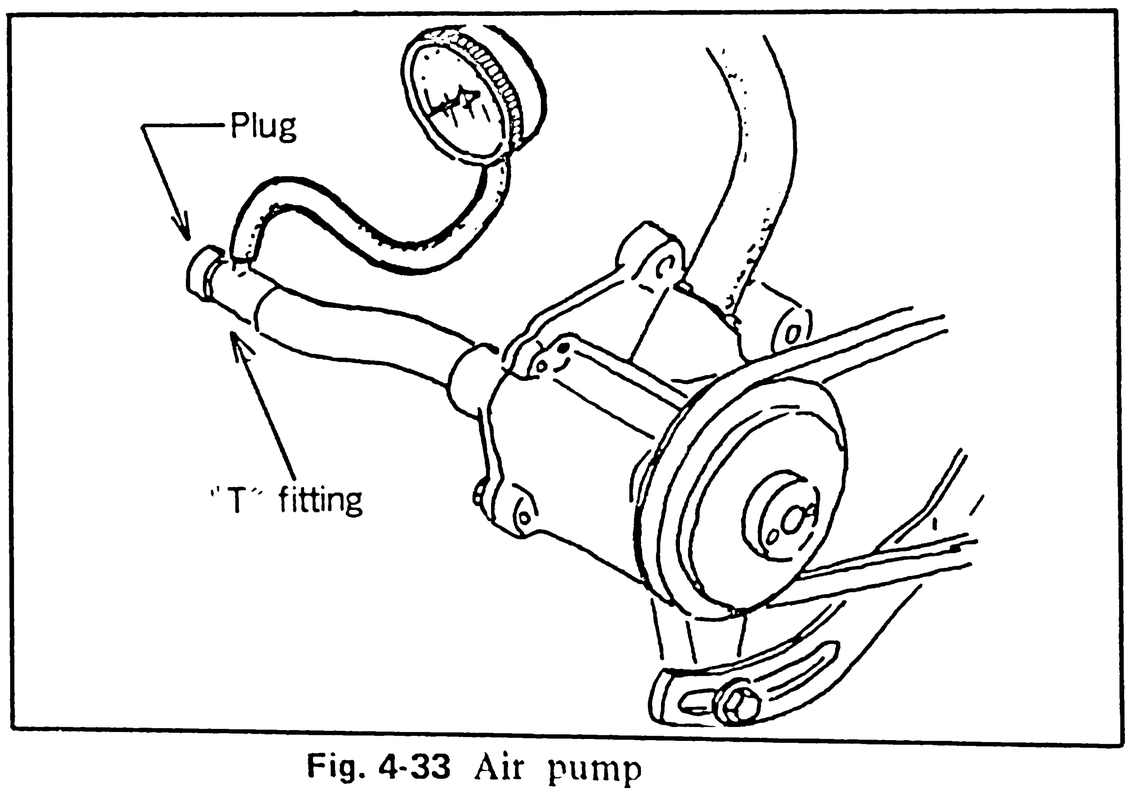

Fig. 4-33 Air pump
2. Connect the **air pump gauge set** (49 2113 010B) to the air pump outlet as shown in Fig. 4-33.